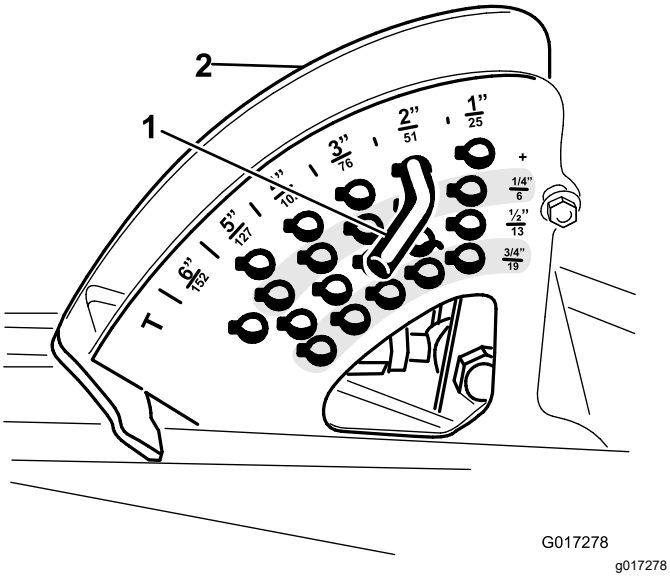

**Rysunek 5**
(Rysunek 5). Wyciągnij sworzeń wysokości koszenia ze wspornika.
6. Włóż sworzeń wysokości cięcia do wspornika sworznia odpowiadającego żądanej wysokości cięcia (Rysunek 5).